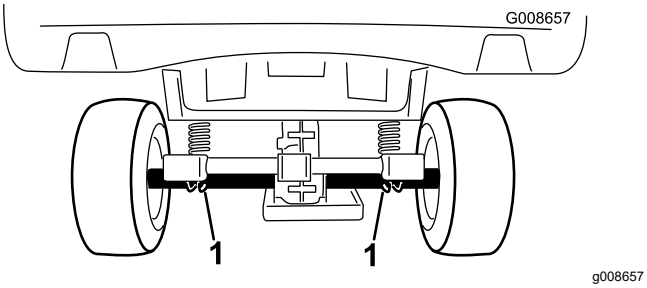

Figuur 24
- Het hefpunt aan de achterzijde van de machine bevindt zich onder de asbuizen (Figuur 24).